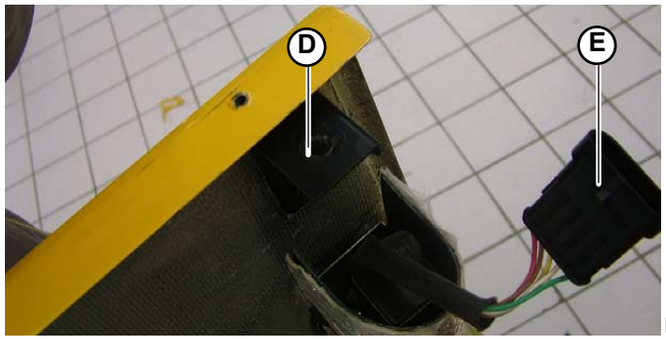

Fig.5
4. Secure the 2 brackets to the rear hood using the 2 screws (**D-Fig.5**) (1 screw for each bracket).
5. Connect the 2 connectors **(E-Fig.5)**.